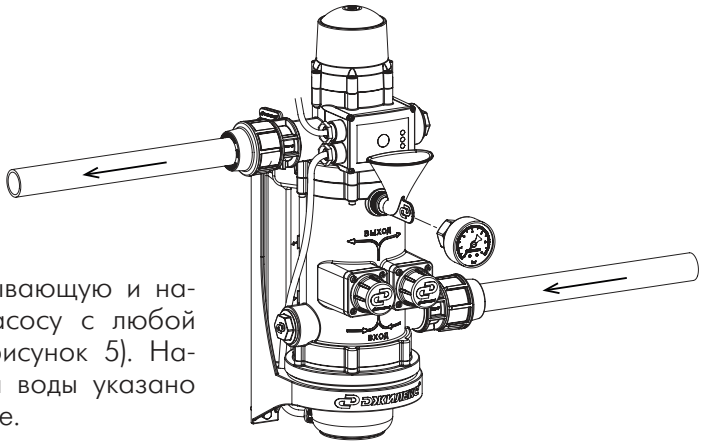

Рисунок 5
Присоедините всасывающую и напорную трубы к насосу с любой удобной стороны (рисунок 5). Направление движения воды указано стрелками на корпусе.
- залейте воду в корпус насоса (рисунок 5) с помощью специальной воронки, идущей в комплекте. Установите манометр/заглушку на место;